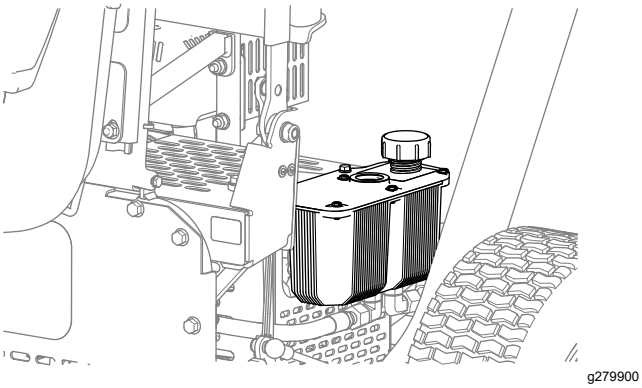

Rysunek 39
2. Odkręć korek zbiornika oleju hydraulicznego (Rysunek 39).
4. Załóż korek na zbiornik (Rysunek 39).